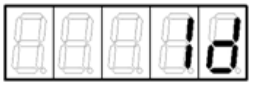

Рисунок 25
2. Нажать кнопку ← , при этом на индикаторе появится слово "Id" (рисунок 25).